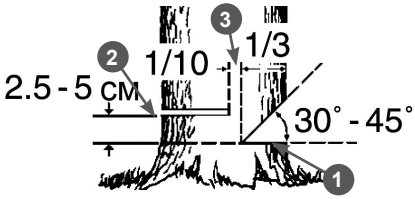

Рис. 10. Расположение запила, пропила и недопила
2. Начните пилить с той стороны дерева, куда оно должно упасть (Рис. 10). Сделайте запил 1 с той стороны, куда должно упасть дерево, глубиной примерно 1/3 диаметра ствола и под углом от 30 до 45 градусов (Рис. 10). В начале пиления первым должен коснуться дерева зубчатый упор. Затем, используя зубчатый упор в качестве точки вращения, вращением электропилы погружайте шину с движущейся цепью в древесину. При спиливании крупных деревьев перестановку упора делают несколько раз.
3. Сделайте основной валочный пропил 2 с противоположной стороны, выше основания запила на 2,5-5 см. Между основным пропилом и запилом должен оставаться недопил 3 равный примерно 1/10 диаметра ствола. Вставьте своевременно клин в пропил. Недопил 3 действует как шарнир и позволяет контролировать падение дерева (Рис. 10).
Ни в коем случае не допиливать до конца недопил 3 (Рис. 10), так как при этом невозможно контролировать направление падения дерева.